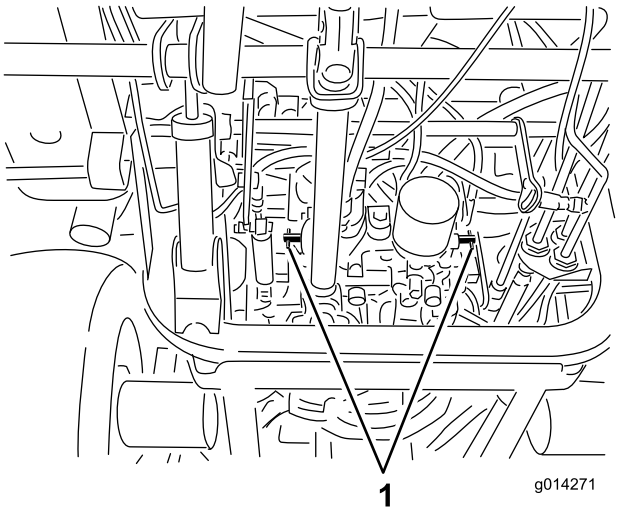

Figura 34
4. Girate ogni valvola di bypass di un giro in senso antiorario (Figura 34).
Girate ogni valvola di bypass di un giro in senso orario e serratela (a una coppia di 8 Nm circa) (Figura 34).